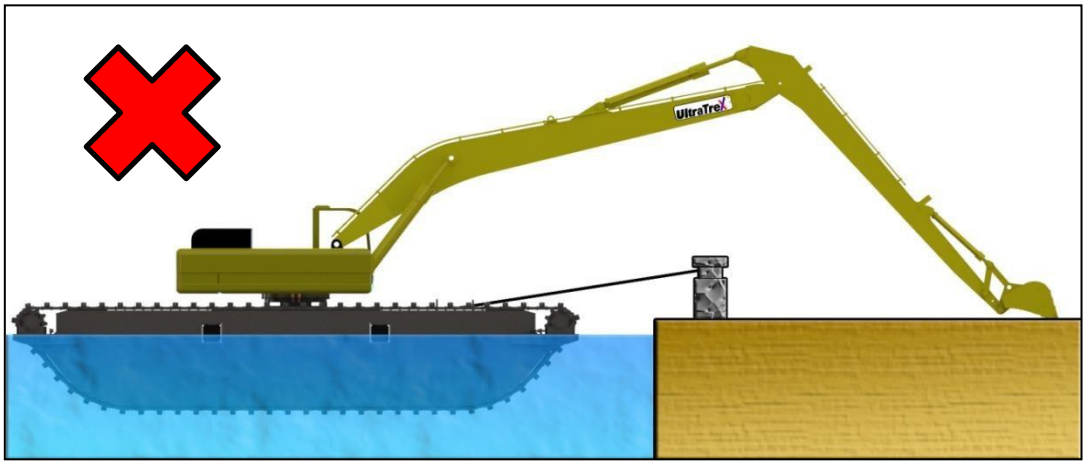

***Figure 3.3:*** *Avoid parking in the water*
5. Avoid parking the amphibious excavator in the water. Refer to Figure 3.3.